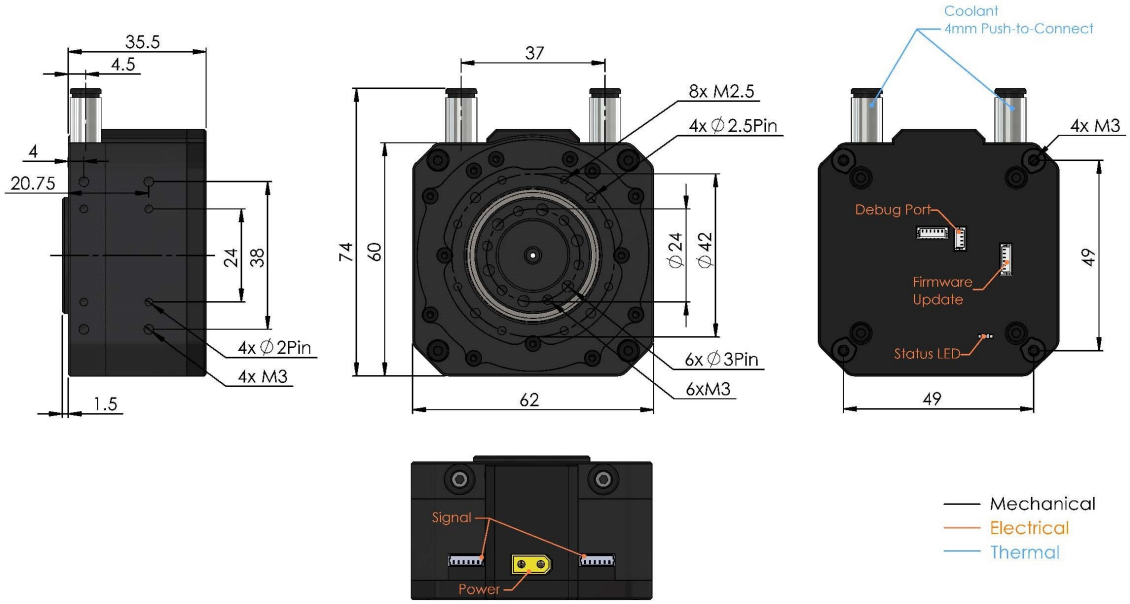

图 1: Koala BEAR V2 Specs
Koala BEAR V2（产品代号 KB02）适用于各种小型移动机器人、机械手或小型机械臂等低负载高动态应用场景。下面结合图1对 KB02 的机械、电气以及液冷等特征进行介绍。
- 机械属性　KB02 的整体尺寸和外部安装孔尺寸与位置已在图1中详细标注。输出轴端面设有 6 个 3mm 直径销钉孔和 6 个 M3 螺纹孔用于定位和连接负载；正面设有 4 个 2.5mm 直径销钉孔和 8 个 M2.5 螺纹孔以及三个侧面均设有 4 个 2mm 销钉孔和 4 个 M3 螺纹孔用于定位和固定，此外，背面还设有关于输出轴中心对称的四个 M3 螺纹孔可用于固定或安装附加轴承。KB02 的机械性能详见表1。